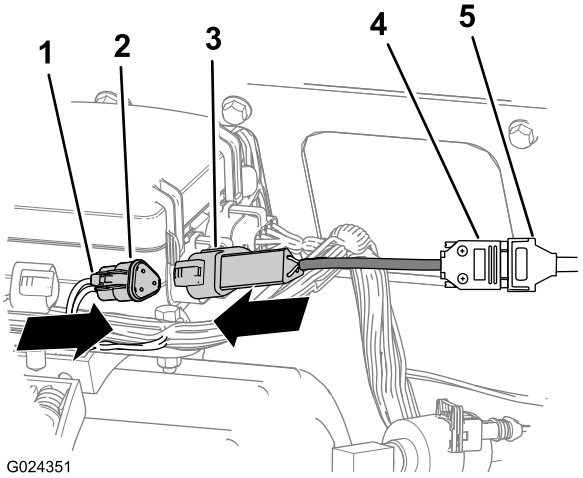

Figura 6
A. Alinee la pestaña del conector del arnés adaptador con el enganche del puerto diagnóstico (Figura 6).
B. Introduzca el conector firmemente en el puerto hasta que se trabe el enganche del conector del puerto diagnóstico (Figura 6).